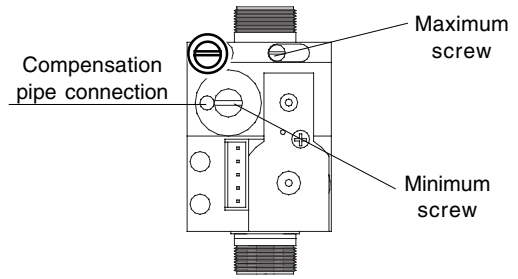

fig. 37
- using a 2.5mm Allen key, very slowly turn the maximum adjustment screw (see fig. 37) – clockwise to decrease, counter clockwise to increase – until the correct value is displayed on the CO_2 analyser (allow time for the analyser to stabilise).